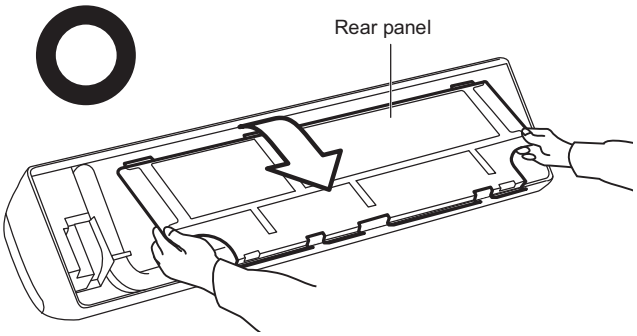

Fig. 1-56
(3) Remove the rear panel by grasping the sections shown in Fig. 1-56 and pulling it in the direction shown by the arrow.